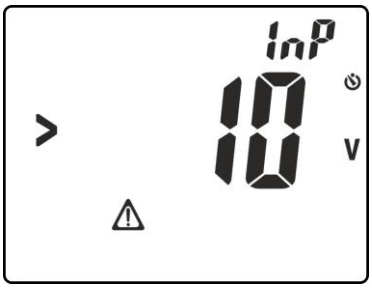

Fig. 27: Presença de tensão nos terminais de entrada
8. Premir o botão **GO/HOLD** para ativar o teste. O ecrã da Fig. 27 pode aparecer no display para assinalar a presença de uma tensão **>10V** existente nos terminais de entrada que bloqueie o desenrolar do teste